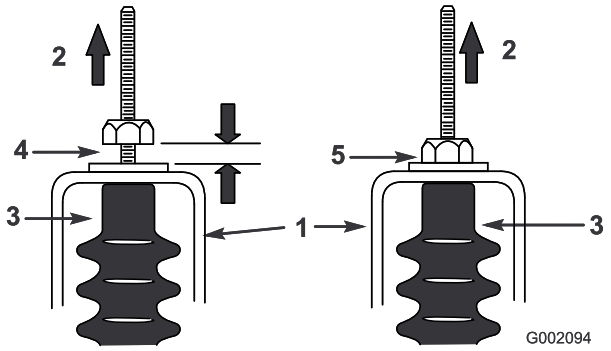

**Figure 41**
5. Pull up on each shift cable an ensure that there is no gap between the nut/washer and the neutral bracket (Figure 41). If there is a gap, tighten the nut.